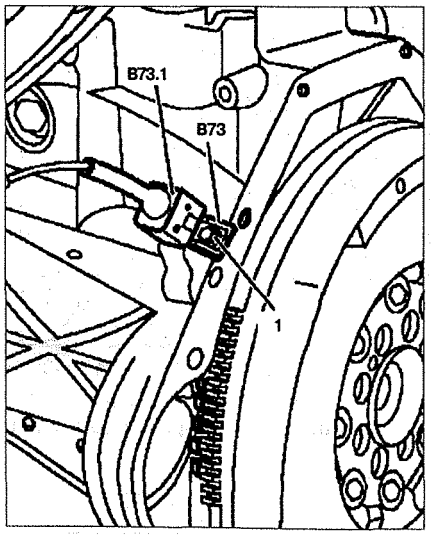

Рис. 5.65. Датчик положения коленчатого вала:
2. Отсоедините разъем проводки **B73.1** от датчика положения коленчатого вала (см.рис.5.65).